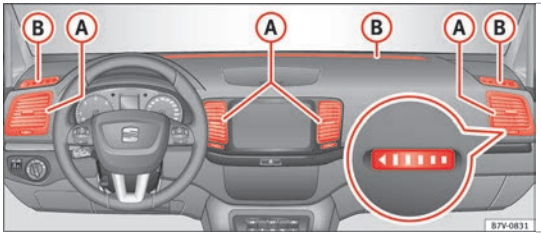

Fig. 123 Air vents in the dash panel
Never close the air vents ››› Fig. 123 (A) completely to ensure heating, cooling and ventilation inside the vehicle.